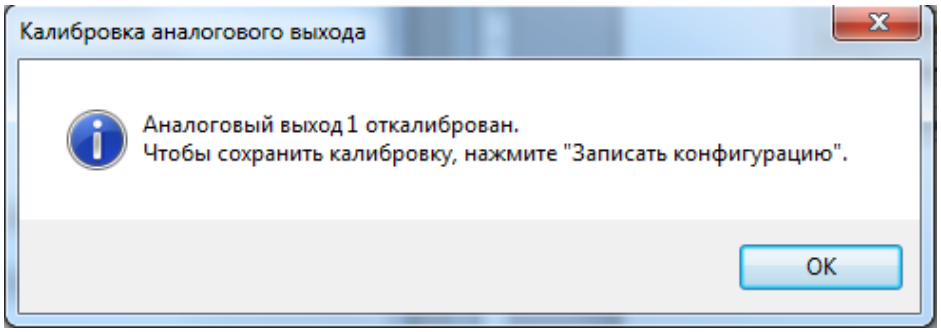

Рисунок 5 – Информационное окно
- нажать «Ок», в случае успешной калибровки появится информационное окно «Аналоговый выход откалиброван» (рисунок 5).